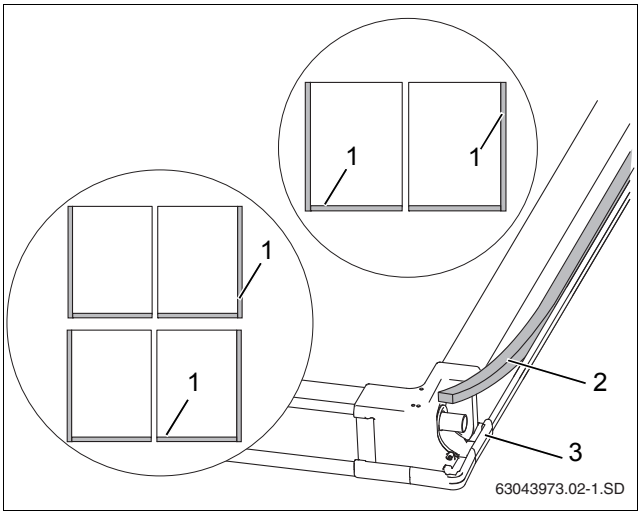

Рис. 21 Задняя сторона коллектора
В местах соединений боковых и нижних накладных листов с коллекторами (рис. 21, [1]) должна быть уложена уплотняющая лента.
- Уложите уплотняющую ленту (рис. 21, [2]) клеящей стороной вперед в пазы наружной стороны крайнего коллектора и внизу каждого коллектора (рис. 21, [1]) в т.ч. в угловой соединительный элемент (рис. 21, [3]).